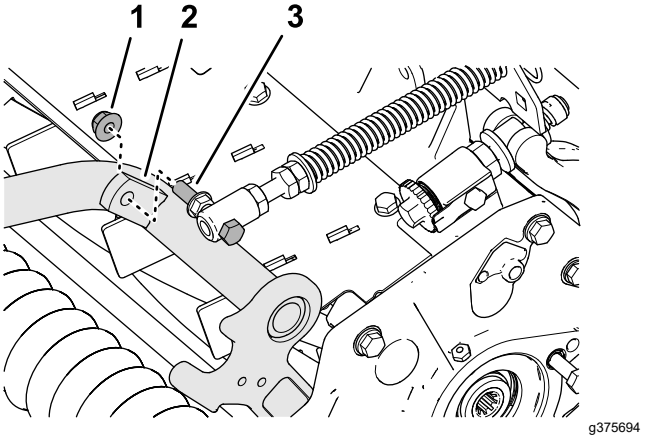

Figura 9
4. Montai dopul filetat al arcului de compensare pentru gazon pe umărul drept al cadrului de susinere (Figura 9) folosind o contrapiuliă cu guler (⅜").